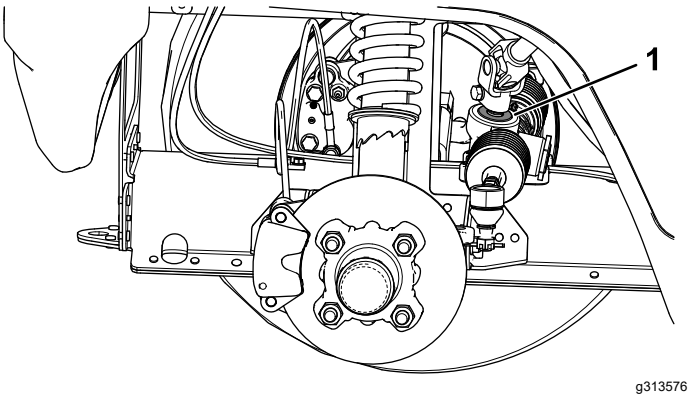

**Figuur 43**
***Belangrijk:*** **Controleer de toestand van de afdichting van de rondselas en ga na of u deze op een veilige manier kunt gebruiken (Figuur 43).**